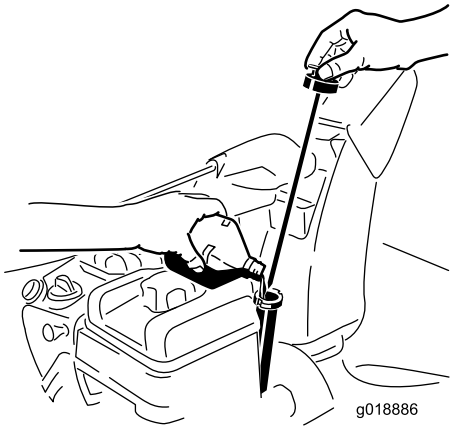

Figur 35
2. Fjern målepinden, og kontroller oliestanden (Figur 35). Hvis oliestanden er under mærket Add (fyld på), skal du påfylde olie. Se afsnittet Påfyldning af olie på motoren.